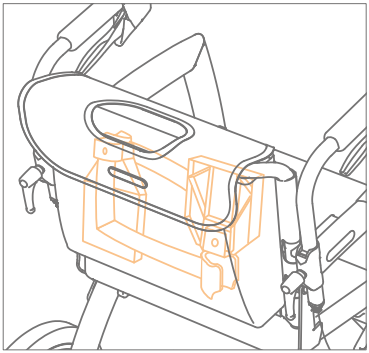

Abbildung 48: Spiegelverkehrte Aufbewahrung der Fußstützen.
a. Entfernen Sie die Fußstützen. Lassen Sie sie nach oben gleiten, bis sie aus den Fußstützenhaltern herauskommen. Bewahren Sie sie in der Rollstuhltasche spiegelverkehrt auf (Abbildung 48).